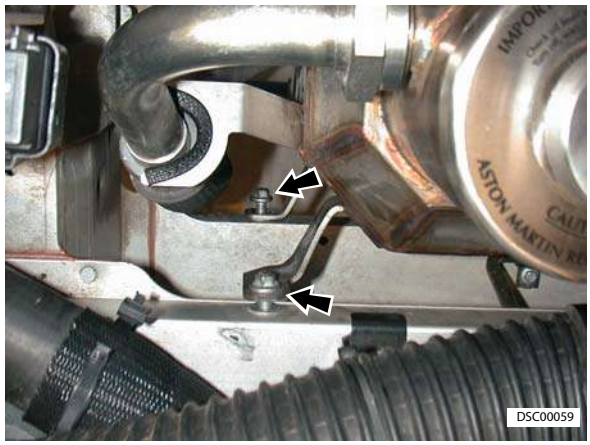

Figure 9
37. Remove oil tank (bolts x4) (refer to Figure 9).